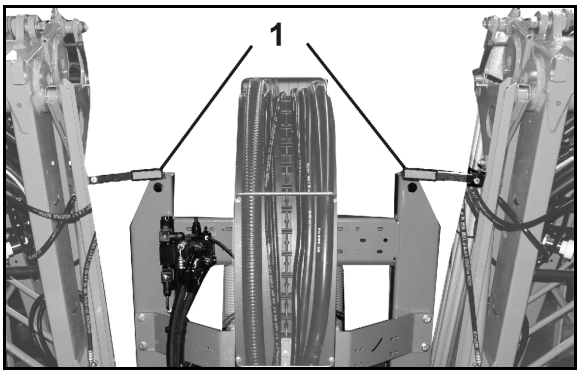

図 11
- Super-S ブームが不意に展開するのを防ぐための移動用ロック機構 (図 11)